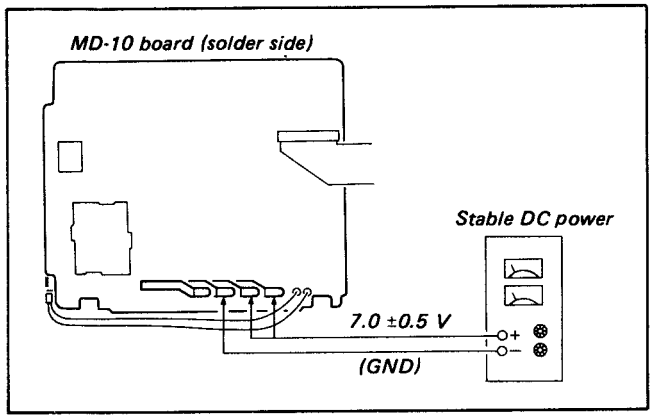

Fig. 3-1 EVER 5 V adjustment
1) Supply 7.0 ±0.5 V from the stable DC power supply to the power supply contact point spring. (See Fig. 3-1)